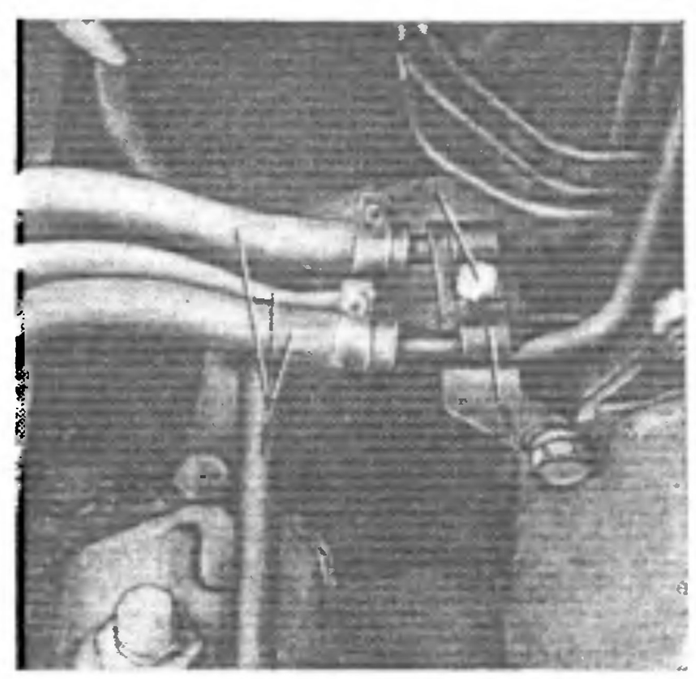

Рис. 1. Крепление топливопроводов:
43. Подсоедините шланги *1* (см. рис. 1) к питающим и дренажным топливопроводам, затяните хомуты. Закрепите топливопроводы скобой *3*, вверните болт *2* с пружинной шайбой	Ключ 13 мм, отвертка